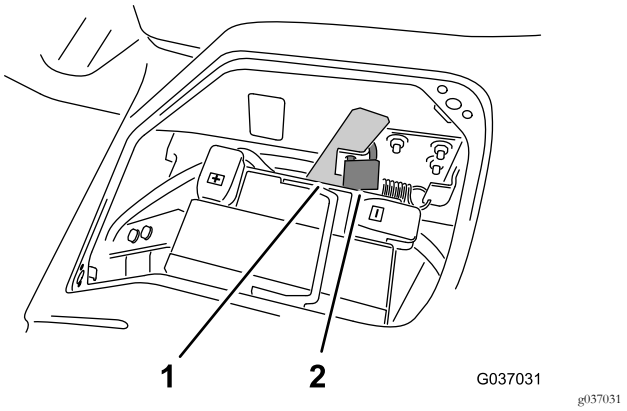

Figur 2
2. Ta bort hänglåset som håller fast plattformens spärrhandtag om det har monterats (Figur 2).